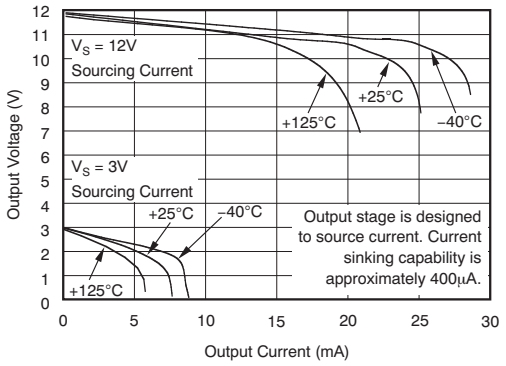

**Figure 7. Positive Output Voltage Swing vs Output Current**
(1) Total output error includes effects of gain error and $V_{OS}$.
(2) For details on this region of operation, see the *Accuracy Variations as a Result of $V_{SENSE}$ and Common-Mode Voltage* section.
(3) See Typical Characteristic curve *Output Swing vs Output Current*, Figure 7.
(4) Specified by design.